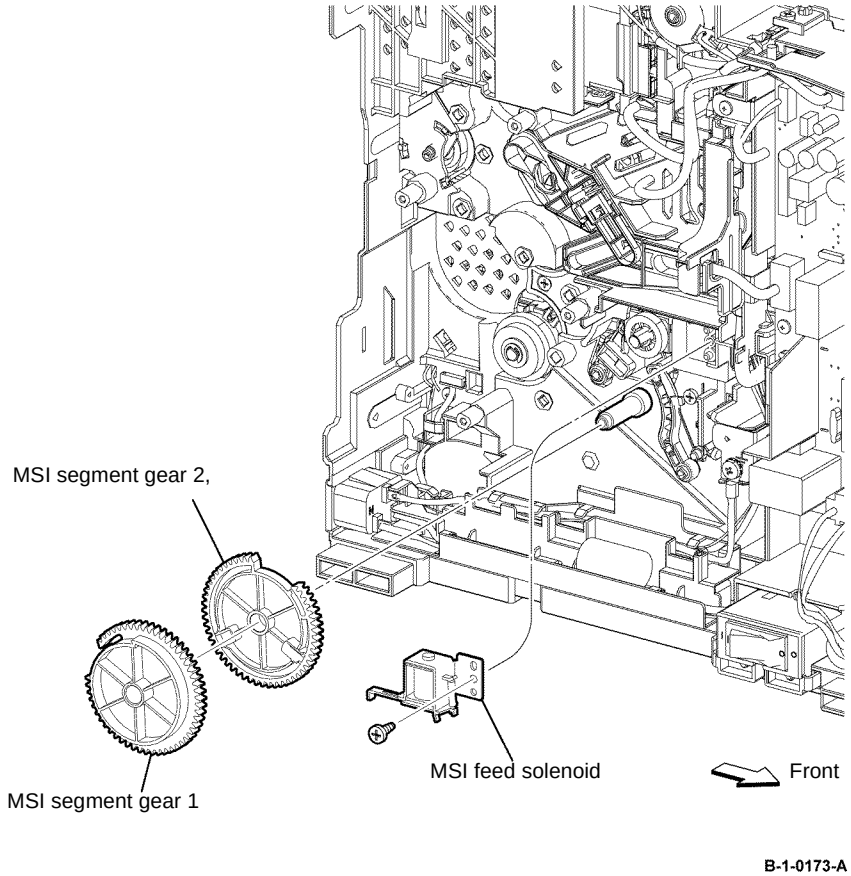

Figure 3 Rear interlock switch assembly removal
17. Remove one screw (silver, tapping, 8mm) that fixes the rear interlock switch assembly. Release the two hooks, then remove the rear interlock switch assembly by rotating it along the axis between the bosses, Figure 3.